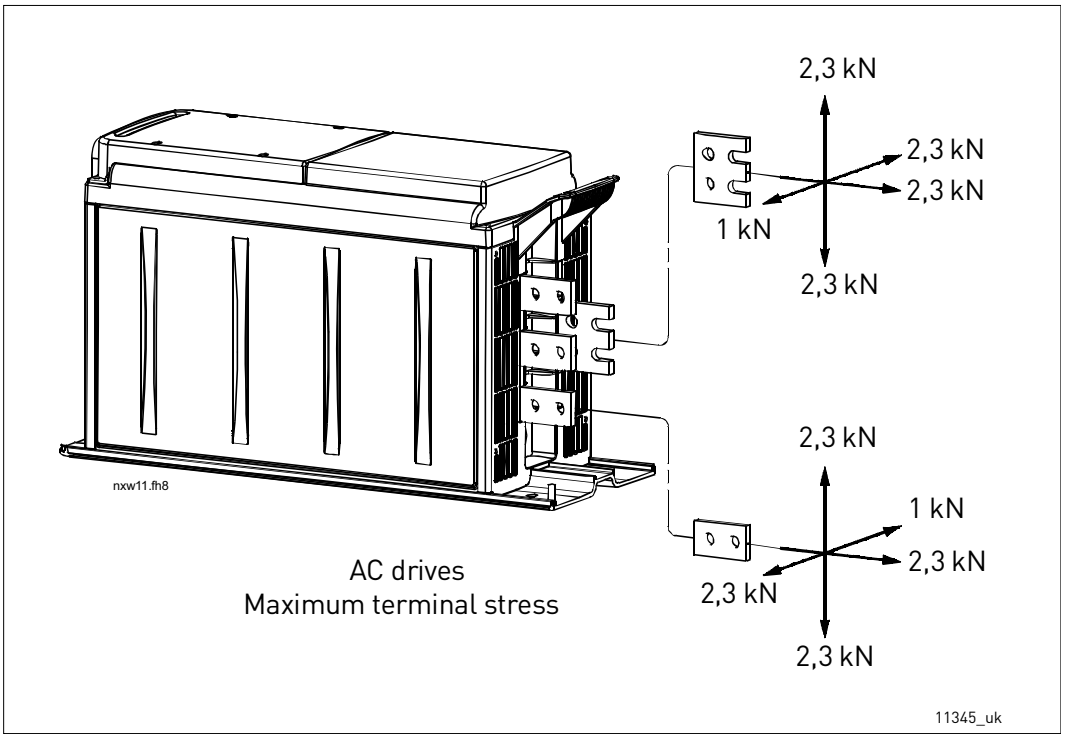

Figure 37. Maximum terminal stresses
- Take the maximum terminal stresses shown in Figure 37 into account.
In order to avoid excessive terminal stresses on busbar terminals on inverter units with DC-supply on top (CH61...CH64), use flexible busbar connection. See figure below. The maximum terminal stresses are shown in Figure 37.